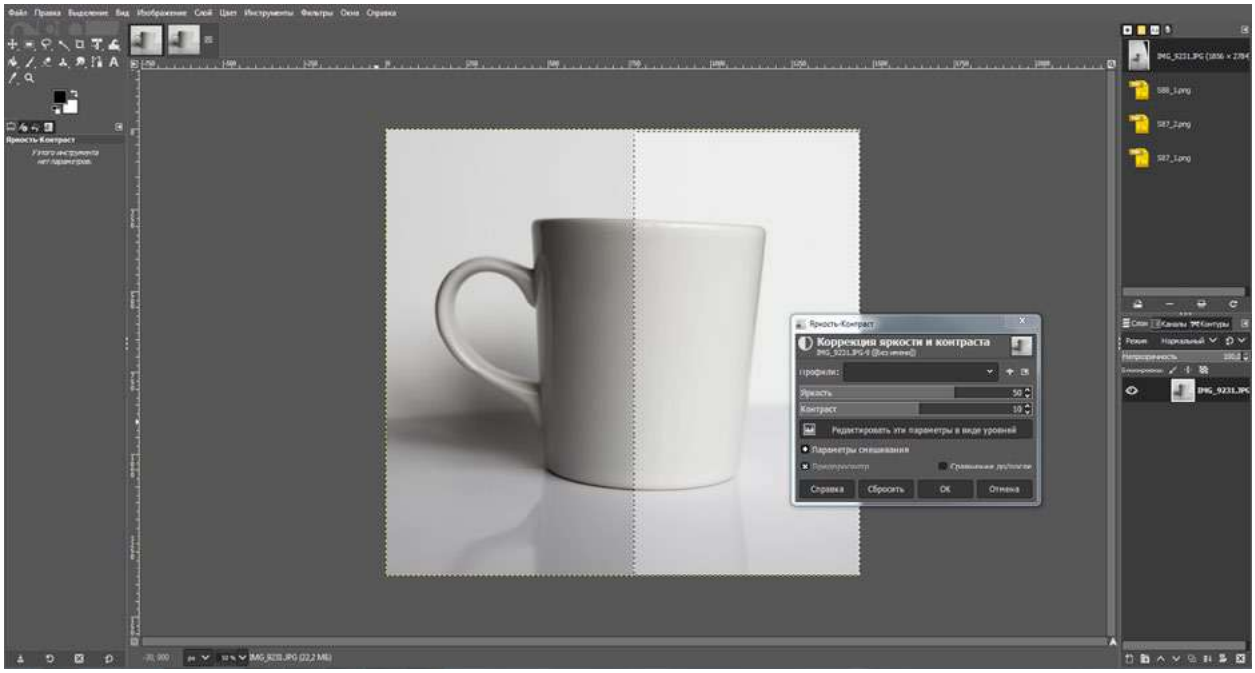

Рис. 3
3.7.2. При необходимости откорректировать. Например, осветлить или затемнить изображение, повысить контраст (рис. 3).